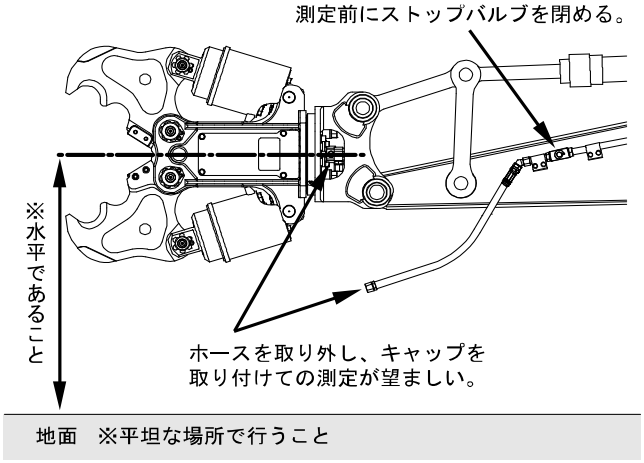
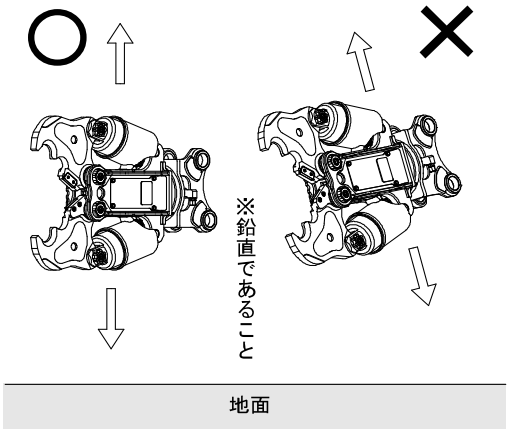

図7-2-1 開閉シリンダの伸縮量測定
図7-2-2 開閉シリンダの伸縮量測定
①エンジンを始動させ、アタッチメントの各開閉シリンダが上下（図7-2-1参照）の位置になるようアタッチメントを旋回させる。
②アタッチメントのフレーム中心が水平（図7-2-1参照）かつフレーム正面が鉛直（図7-2-2参照）になるように、アタッチメントの姿勢を調整する。
③アタッチメントのアームを最大開口まで開く。
④エンジンを停止させ、ストップバルブを閉める。（このとき、油圧ショベルアームに接続されたホースを取り外し、キャップを取り付けておくことが望ましい。）
⑤この状態で5分間放置してから、上側のシリンダの伸縮量を測定する。
⑥下側にあるシリンダが上側になるようアタッチメントを旋回させ、手順②～⑤にて伸縮量を測定する。